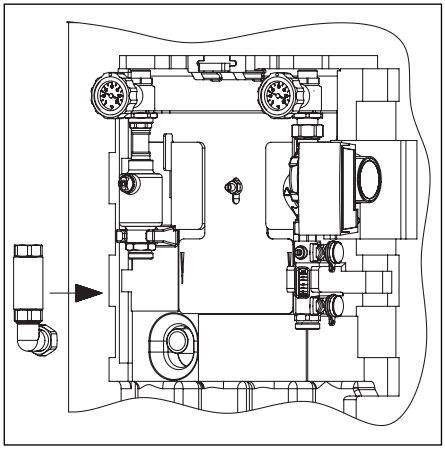

Abb. 18 Montage Metallwellrohr Solarvorlauf
– Den solaren Vorlauf durch das isolierte Metallwellrohr G1 (Abb. 18) L = 85 mm und den Winkel mit dem Speicher verbinden